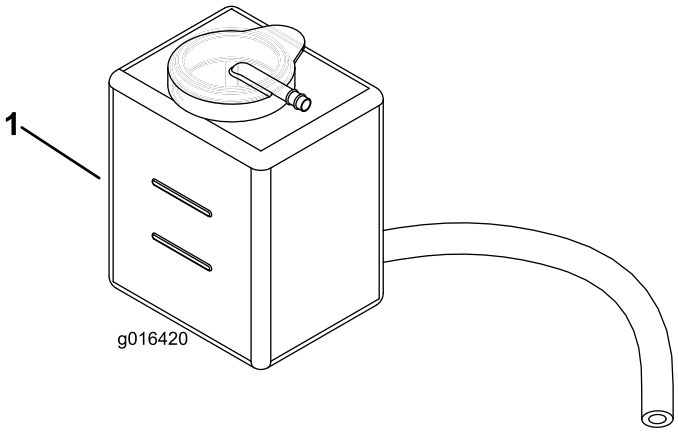

Figur 26
2. Kontroller kjølevæskenivået (Figur 26). Det skal være mellom linjene på reservetanken når motoren er kald.